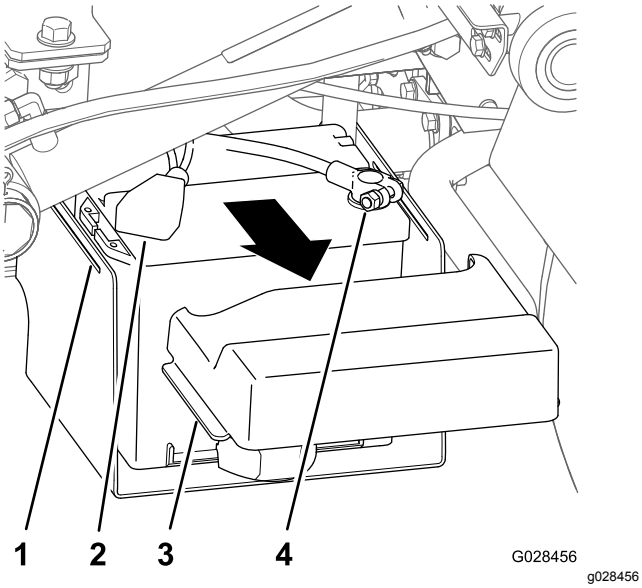

Figur 15
1. Kläm ihop batterikåpans sidor för att frigöra flikarna från batterilådans spår, och ta bort batterikåpan från batterilådan (Figur 15).
2. Skjut bort kåpan och ta bort batteriets minuspol från batteriet (Figur 15).
3. Ta bort batteriets pluspol från batteriet (Figur 15).